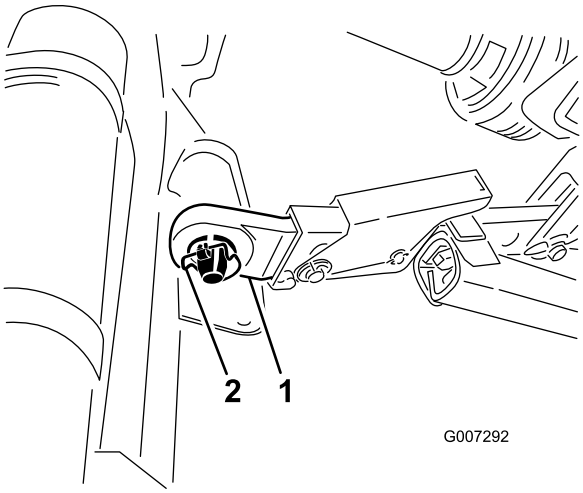

**Figur 4**
5. Sätt i höger och vänster nedre länkarm i hakbultarna (Figur 4).
6. Fäst de nedre länkarmarna på hakbultarna med hjulsprintarna (Figur 4).